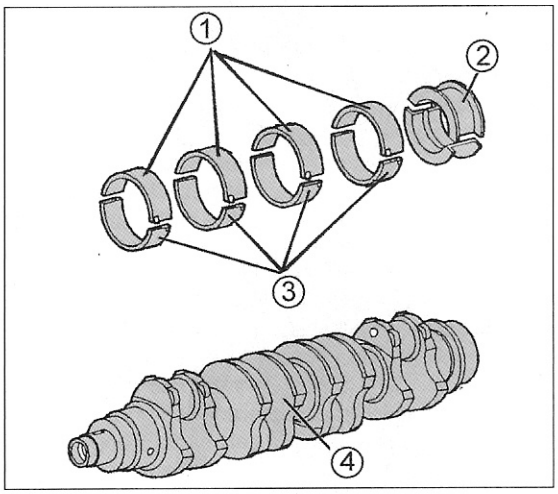

Bild 105
2.5/2.8-Liter-Motors sind in Bild 105 gezeigt. Bei der Welle eines 2.0-LiterHDi-Motors sieht es ähnlich aus, mit dem Unterschied, dass anstelle der geflanschten Lagerschalen am Lager Nr. 2 Halbscheiben zur Aufnahme des Axialspiels eingebaut sind. Das Axialspiel der Kurbelwelle wird durch die Anlaufhalbschalen an einem der Kurbelwellenlager reguliert.
- Falls dieser die Verschleißgrenze überschreitet, müssen beim Zusammenbau eines 2.0-Liter-Motors neue oder auch Übergröße-Anlaufscheiben eingebaut werden (manchmal sind nur die Anlaufscheiben abgenutzt). Bei den anderen Motoren wird das Axialspiel durch den Einbau der geflanschten Lagerschalen (2) in Bild 105 reguliert.